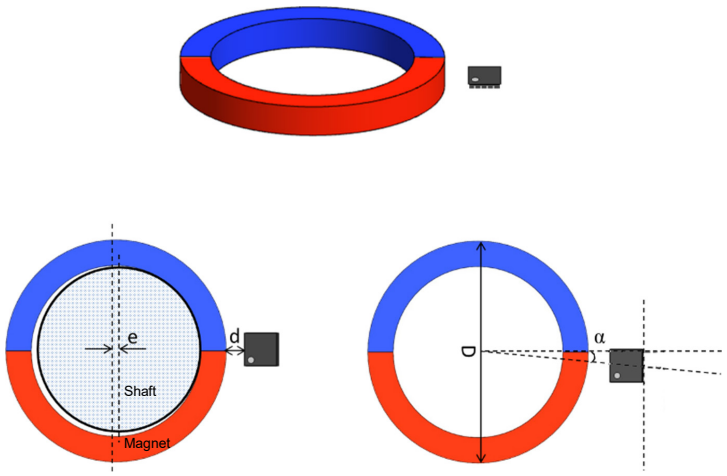

Figure 26. Off-Axis Magnet Installation Diagram
- Coaxially deviation between the magnetic ring axis and the rotation axis (marked as e in Figure 26) will introduce angular measurement errors. Please make efforts to ensure the alignment. This effect becomes more pronounced with smaller inner/outer diameter rings, so larger rings are preferred when mounting space permits, to minimize alignment-induced errors.
- The line between the center of magnet ring and the center of device should be perpendicular to the device edge, as non-perpendicular alignment (marked as α in Figure 26) will also cause angular errors.